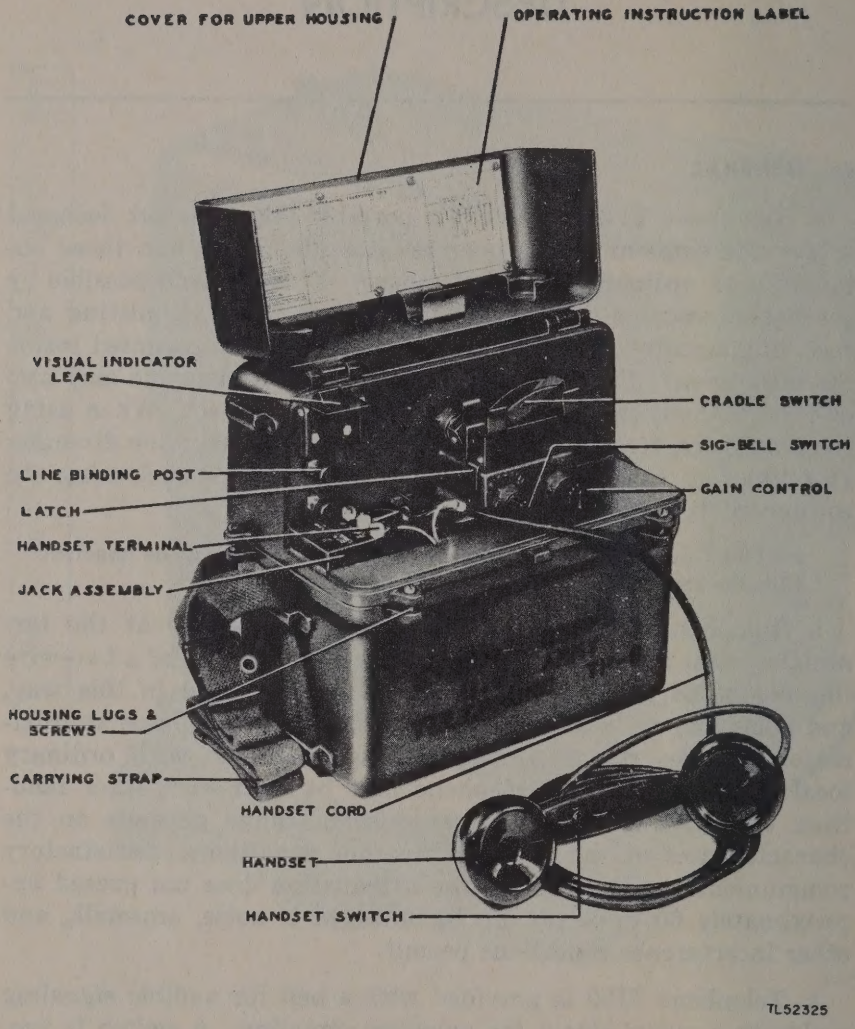

Figure 2. Telephone TP-9, upper housing open.
d. The telephone consists of a cast aluminum chassis 12½ inches long by 7¾ inches wide by 10¾ inches high. It weighs approximately 19 pounds less batteries. The chassis consists of an upper and lower compartment and houses all the equipment necessary for operation. The lower housing encloses the amplifier equipment and batteries. The upper housing encloses the generator and ringer equipment. A hinged cover is attached to the upper housing and in its lowered position covers the handset and control equipment mounted at the front of the set (fig. 2). The generator crank extends through the side of the upper housing and folds into a recess provided for this purpose. A head and chest set can be used with the telephone instead of the handset. When assembled, the telephone set is made waterproof by a composition gasket separating the upper and lower housings and by gaskets protecting the openings for the generator crank, binding posts, switches, and controls.